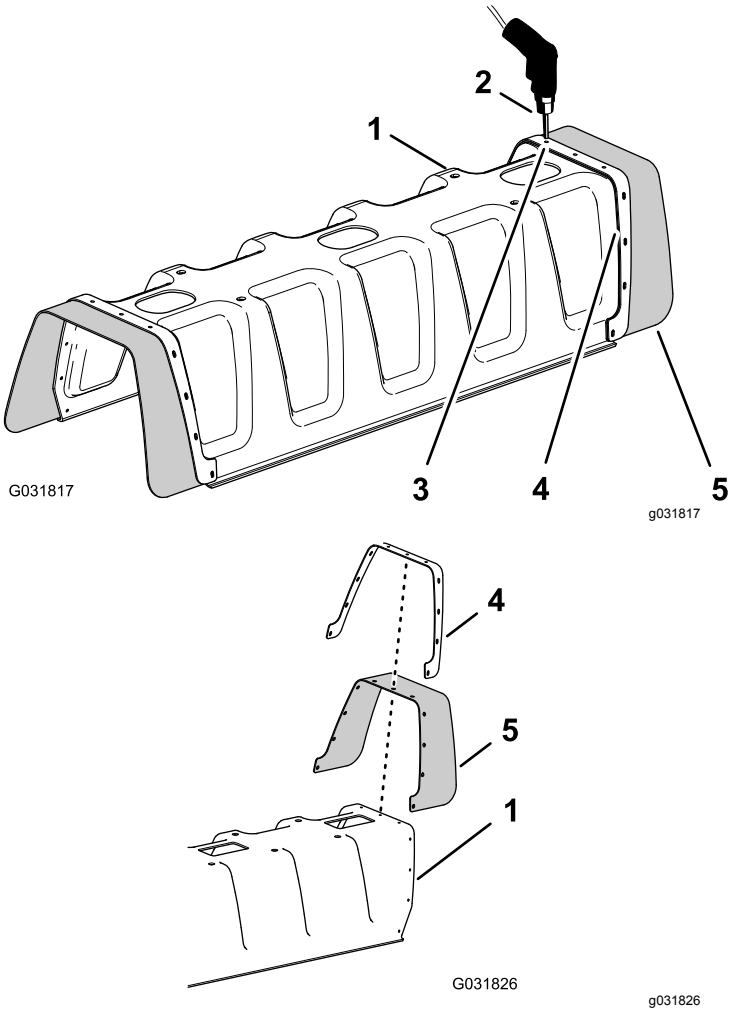

Rysunek 146
1. Za pomocą wiertarki i wiertła 5 mm rozwierć 11 nitów (Rysunek 146) mocujących płytę usztywniającą (z pojedynczym rzędem nitów) i osłonę gumową do jednego z końców pokrywy sekcji 11-dyszowej środkowej sekcji zraszania, zdemontowanej w kroku 2 procedury 6 Demontaż pokrywy sekcji środkowej (11-dyszowej) opcjonalnego zestawu wysięgnika zakrytego (Strona 15).
2. Zdejmij płytę usztywniającą, 11 podkładek (3/16 cala) i osłonę gumową z pokrywy wysięgnika 11-dyszowego (Rysunek 146).